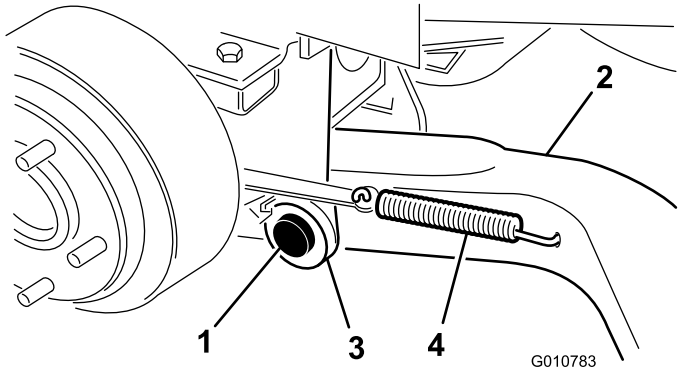

Figur 4
4. Montera en lyftarm (med kulledsänden utåt) på tappfästet med en svängtapp och en saxpinne (5/32 x 1 3/4 tum).Figur 4
6. Kroka fast bromsreturfjädern i lyftarmens hål (Figur 4).